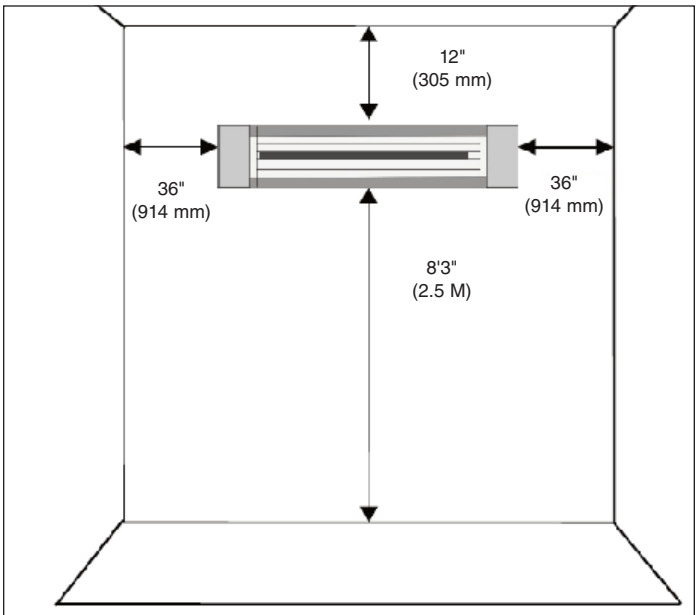

Figure 2 - Dégagements minimaux au montage
3. Ce chauffage est prévu pour un montage mural uniquement en utilisant le support mural fourni avec (Voir la Fig. 1). Le radiateur doit être placé à au moins 8' 3" pieds (250 cm) au-dessus du plancher. Ne montez pas ce radiateur au plafond. Le haut du radiateur doit se trouver à au moins 12" (305 mm) du plafond et à 36" (914 mm) des murs adjacents. Voir la Figure 2.
CET APPAREIL DE CHAUFFAGE FONCTIONNE À DES TEMPÉRATURES ÉLEVÉES ET ENDOMMAGER LES MATÉRIAUX (COMME PAREMENT DE VINYLE, PLASTIQUE OU TISSUS) SI CES MATÉRIAUX DE TYPE SONT PLACÉS TROP PRÈS DE CHAUFFE OU SI CHAUFFE NE EST PAS INSTALLÉ PAR CES INSTRUCTIONS. REPORTEZ-VOUS AUX FIGURES 2 ET 3 POUR LE DÉDOUANEMENT ET LES INSTRUCTIONS DE MONTAGE.